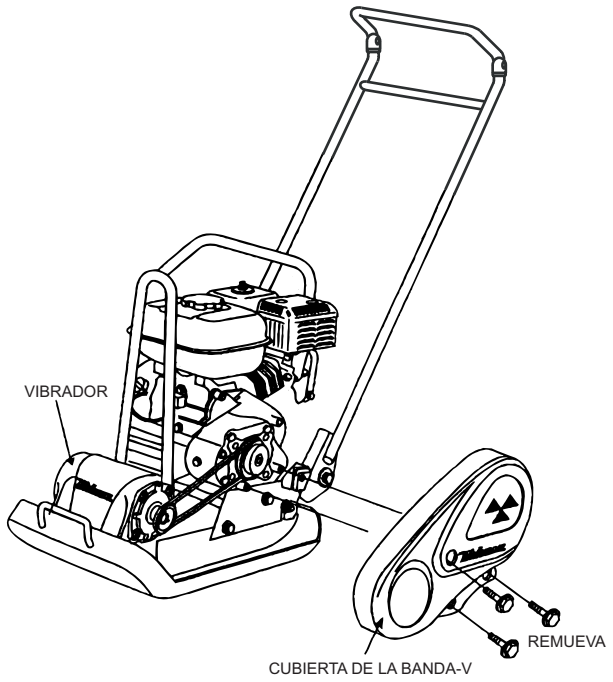

Figura 6. Cubierta desmontable de la banda-V
1. Para revisar la tensión de la banda-V, quite los tres tronillos que aseguran la cubierta de la banda al armazón como se muestra en la Figura 6.